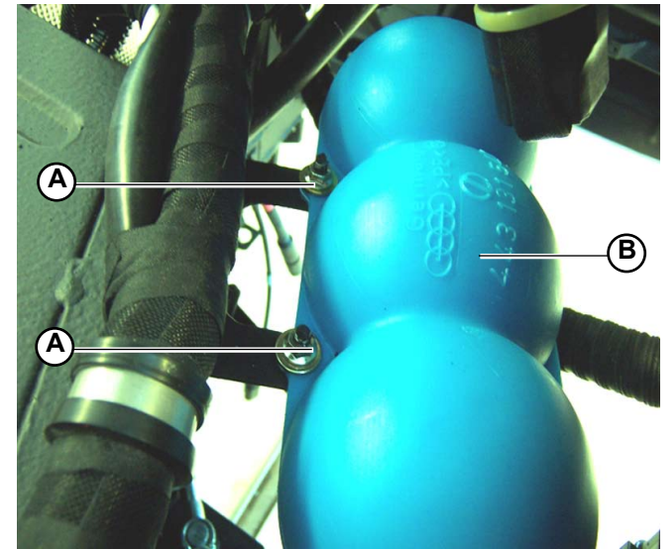

Fig.1
2. Unscrew the 2 screws (**A-Fig.1**) securing the vacuum tank (**B-Fig.1**) to the chassis.